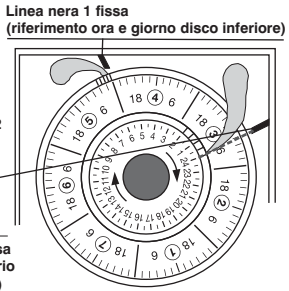

Fig.3 Mod. giornaliero/settimanale
- Ruotare **in senso orario** il **DISCO SUPERIORE** (giornaliero) fino a far corrispondere l'ora 24 (00) con la **linea nera fissa 2,** posta in prossimità della camma di intervento 2.
- Ruotare **in senso orario** il **DISCO INFERIORE** (settimanale) fino a far corrispondere l'ora 24 (00) del **GIORNO ATTUALE** (1=lunedì, 2=martedì...) con la **linea nera fissa 1,** posta in prossimità della camma di intervento 1: *i due dischi sono ora sincronizzati.* **Nota:** nella fig. 3 il disco inferiore (settimanale) è stato impostato come esempio alle ore 24 (00) del giorno 5 = Venerdì.